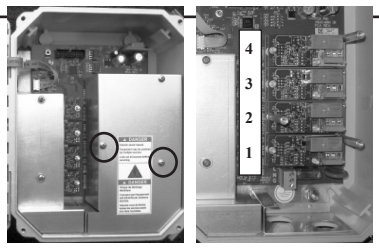

Figure 1 - Output Module positions
c. Remove and retain the three screws on the Facilities Section. Remove the metal cover (see **Figure 1**).